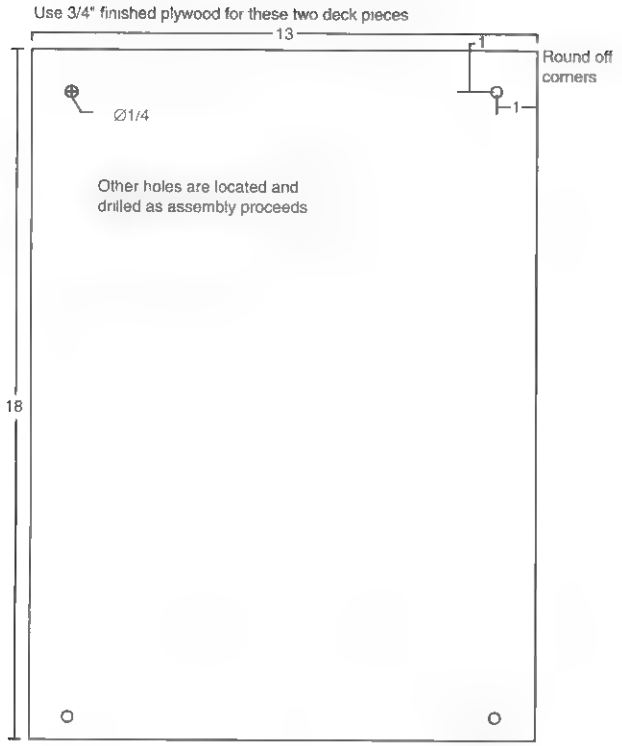

Figure 16-9 *Fabrication of deck sections*
15. Fabricate the upper and lower deck pieces, as shown in Figure 16-9. Fabricate four pieces of 5½-inch PVC tubing for the pillar spacers located at each corner.